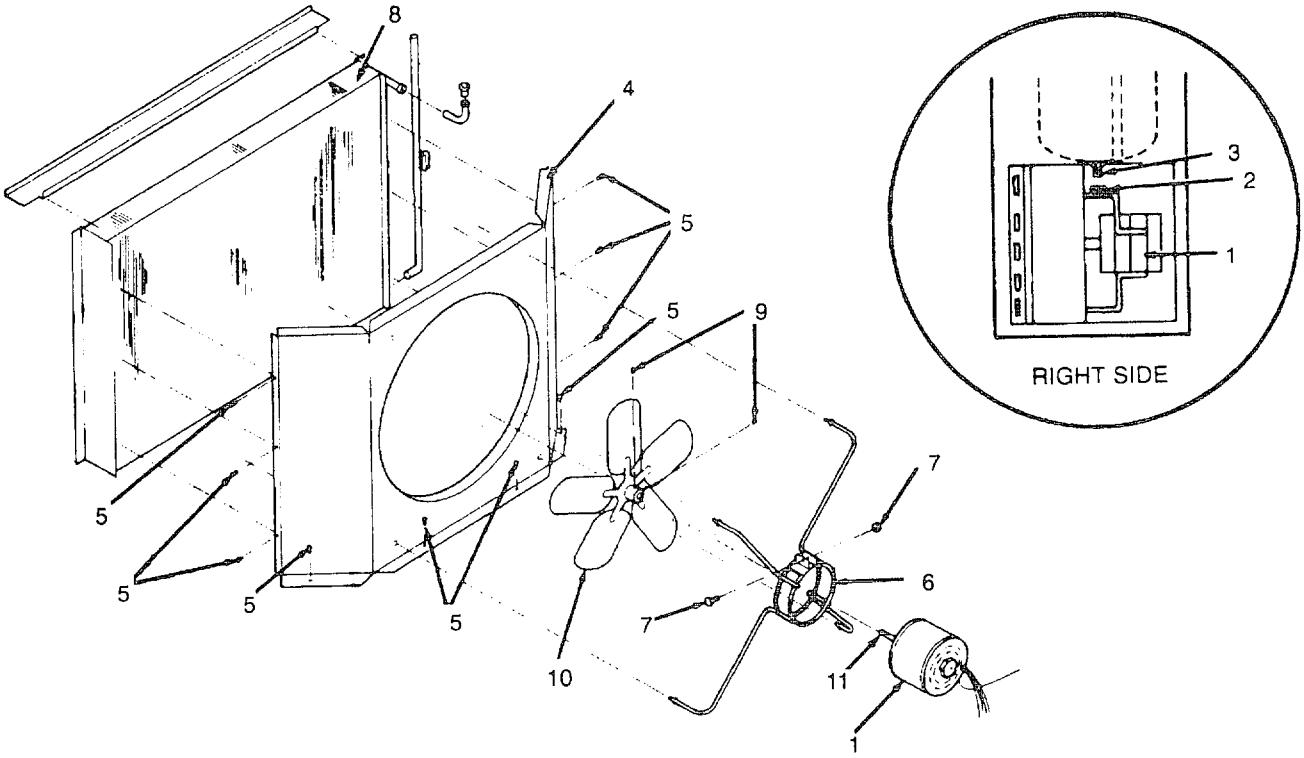

Figure 4-41. Outdoor Fan Motor
(1) Inspect outdoor fan motor (1, Figure 4-41). Repair/replace loose, damaged, or missing wires and hard ware.
(2) Install both side door assemblies. See para 4-19.
(1) Use multimeter to check the outdoor fan motor (1, Figure 4-41) wiring. A direct short to ground or an open will require replacement of the motor.
(1) Remove the nut (2, Figure 4-41) on the accumulator stud (3) at the right top of the compartment between the venturi panel (4) and the lower back panel. Push the stud up and flush with the upper panel.
(2) Remove the ten screws (5) securing the venturi panel.
(3) Mark the position of the outdoor fan motor (1) in the outdoor fan motor bracket (6).
(4) Loosen the nut and bolt (7) that hold the outdoor fan motor in place in the outdoor fan motor bracket and push the motor towards the outdoor coil (8) as you are pulling back the venturi panel right side.
(5) Reach in the right side door assembly and loosen the two allen set screws (9) that secure the fan (10) to the outdoor fan motor shaft (11).
(1) Place the outdoor fan motor (1, Figure 4-41) into the air conditioner between the venturi panel and the rear panel.
(2) Slide the outdoor fan motor into the outdoor fan motor bracket (6).
(3) Push the venturi panel (4) toward the rear panel and carefully work the fan (10) between the outdoor coil (8) and venturi panel (4).
(4) Mount the fan (10) on the outdoor fan motor shaft (11) so that the fan is flush with the shaft end.